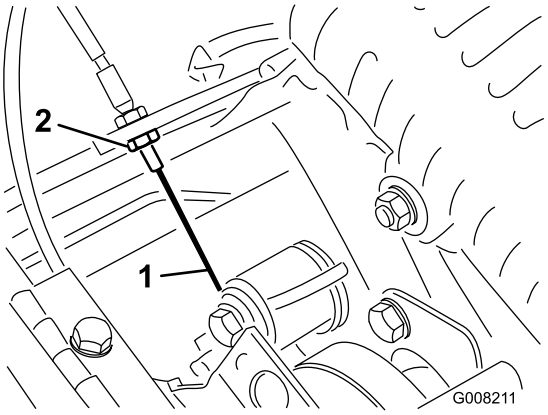

Figur 42
3. Öka kabelspänningen genom att lossa kabelns främre kontramutter och dra åt dess bakre kontramutter (Figur 42) tills en kraft på 3–4 kg krävs för att koppla in hjuldrivningen.